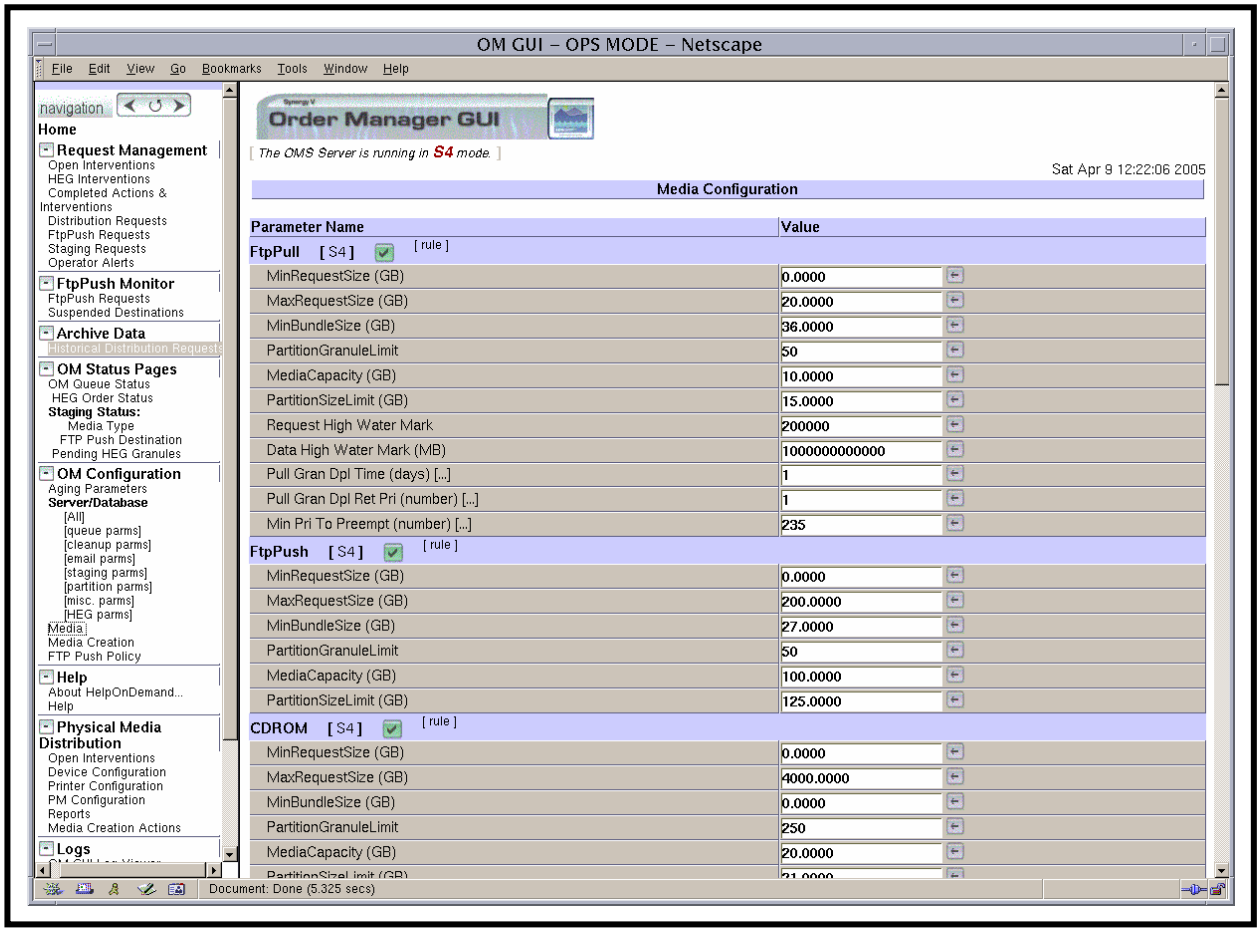

Figure 58. Media Configuration Page
The **Media Configuration** page (Figure 58) provides the full-capability operator with a means of checking and modifying media parameter values.
2 If the **Media Configuration** page (Figure 58) is not already being displayed, click on the **Media** link in the navigation frame of the **OM GUI**.
- The **Media Configuration** page (Figure 58) is displayed.